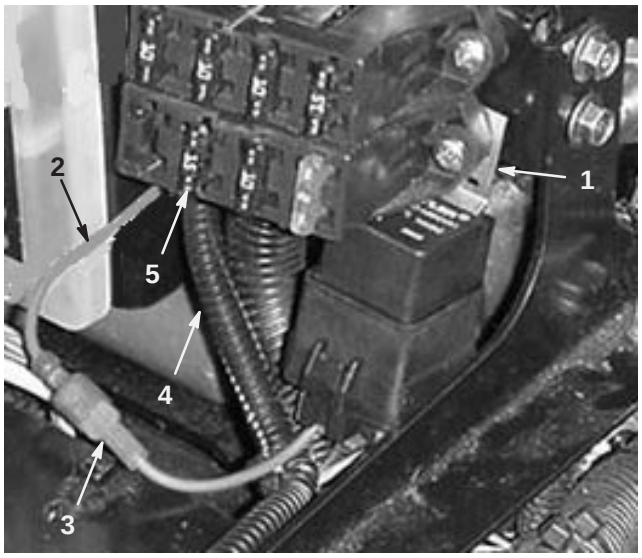

Figure 2
3. Insert the relay behind the fuse block while aligning it with the mounting holes (Fig. 2).
4. Secure the fuse block and the relay to the frame with the bolt and nut previously removed (Fig. 2).
5. Locate the accessory wire and connector from behind one of the open accessory fuse holders (Fig. 2).
6. Plug the relay wire harness connector into the accessory wire connector (Fig. 2).
7. Insert the 15 amp fuse (included in the kit) into the accessory fuse block (Fig. 2).